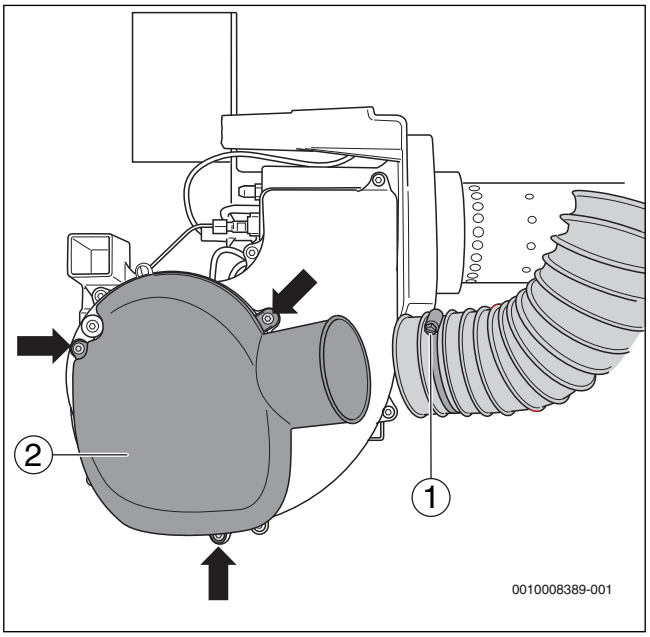
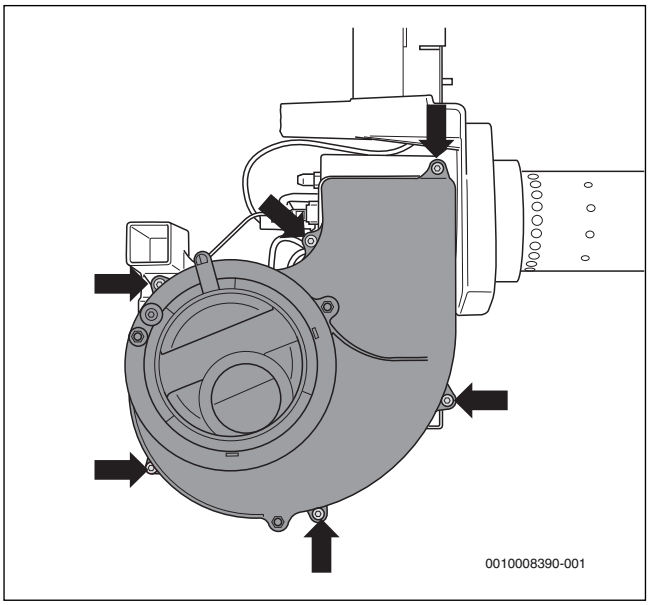

Fig. 29 Smontaggio del silenziatore di aspirazione
Fig. 30 Smontaggio del coperchio della ventola
▶ Allentare la speciale fascetta del tubo flessibile (→ fig. 29, [1]) dell'adduzione di aria comburente per il funzionamento indipendente dall'aria del locale.
▶ Allentare le viti di fissaggio (→ fig. 29, [frecce]) e rimuovere il silenziatore d'aspirazione (→ fig. 29, [2]).
▶ Allentare le sei viti di fissaggio (→ fig. 30, [frecce]) e rimuovere il coperchio della ventola.
▶ Montare nuovamente il coperchio della ventola (→ fig. 30, pag. 19) e il silenziatore d'aspirazione dell'aria (→ fig. 29, pag. 19).
▶ Allentare la fascetta speciale del tubo flessibile (→ fig. 29, [1], pagina 19) ed estrarre il tubo di aspirazione.